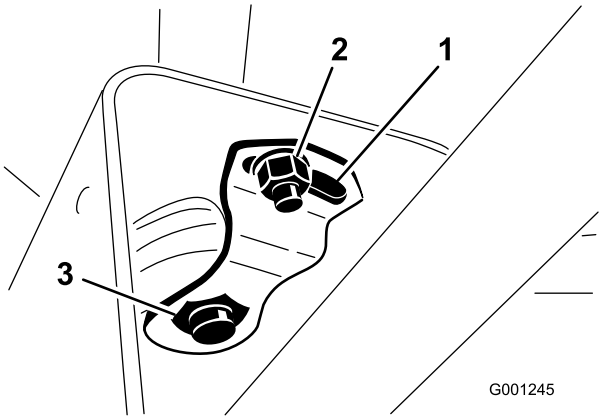

Figur 69
2. Skjut upp kåpan längs med styraxeln för att exponera svängfästet (Figur 69).
3. Lossa den lilla muttern, vrid tappfästet tills den stora muttern undertill är åtdragen (Figur 69).